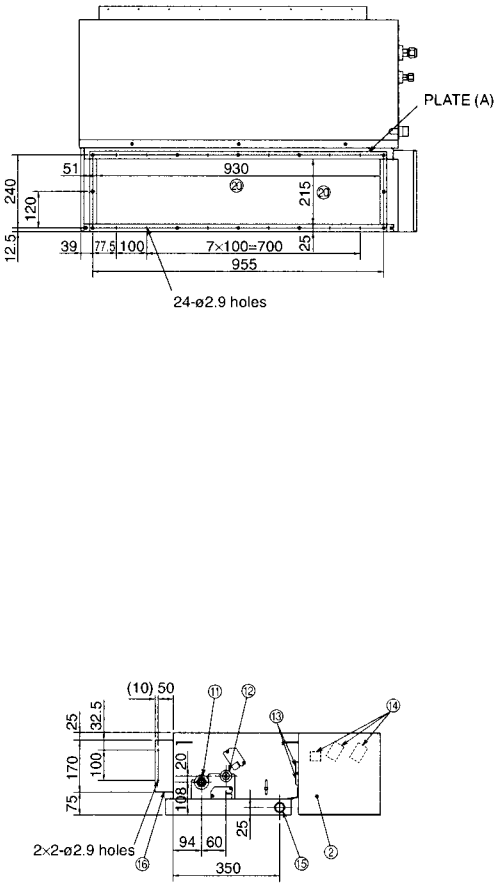

Fig. 3-1
3.1. Indoor unit (Fig. 3-1)
① Air inlet (rear side) *Select the either back side or bottom side
② Electrical parts box
③ Suspension bolt pitch
⑤ Access door
⑥ Service space (It is necessary to maintain a working service area from the ceiling.)
⑦ Air inlet (bottom side) *Select the either back side or bottom side
⑧ Suspension bolt M10 or 3/8 (procure locally)
⑨ Air outlet duct flange
⑩ Air outlet
⑪ Refrigerant pipe (gas)